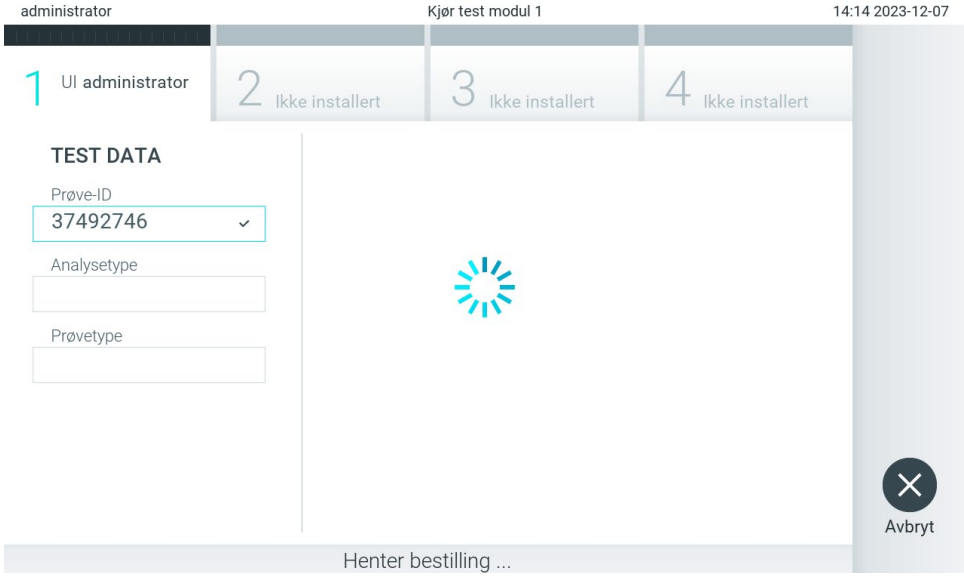

Figur 86. Skjermen under henting av testordre.
3. Prøve-ID sendes til verten, og mens QIAstat-Dx Analyzer 2.0 venter på en testordre, vises meldingen «Getting order…» (Henter ordre ...) (figur 86).